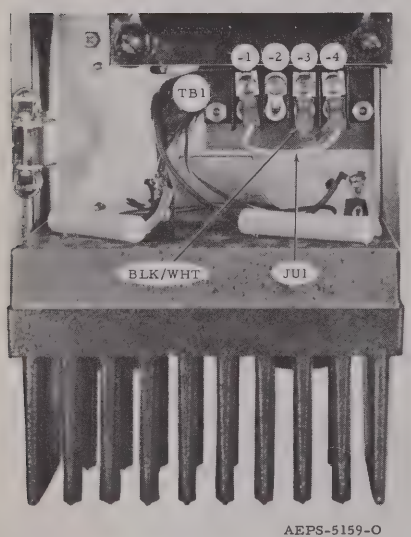

Figure 1.
Refer to Figure 1 and verify proper connections as shown in the following table.
1. REMOVE THE POWER SUPPLY FROM THE BASE STATION CHASSIS AS DESCRIBED IN FIGURE 1.